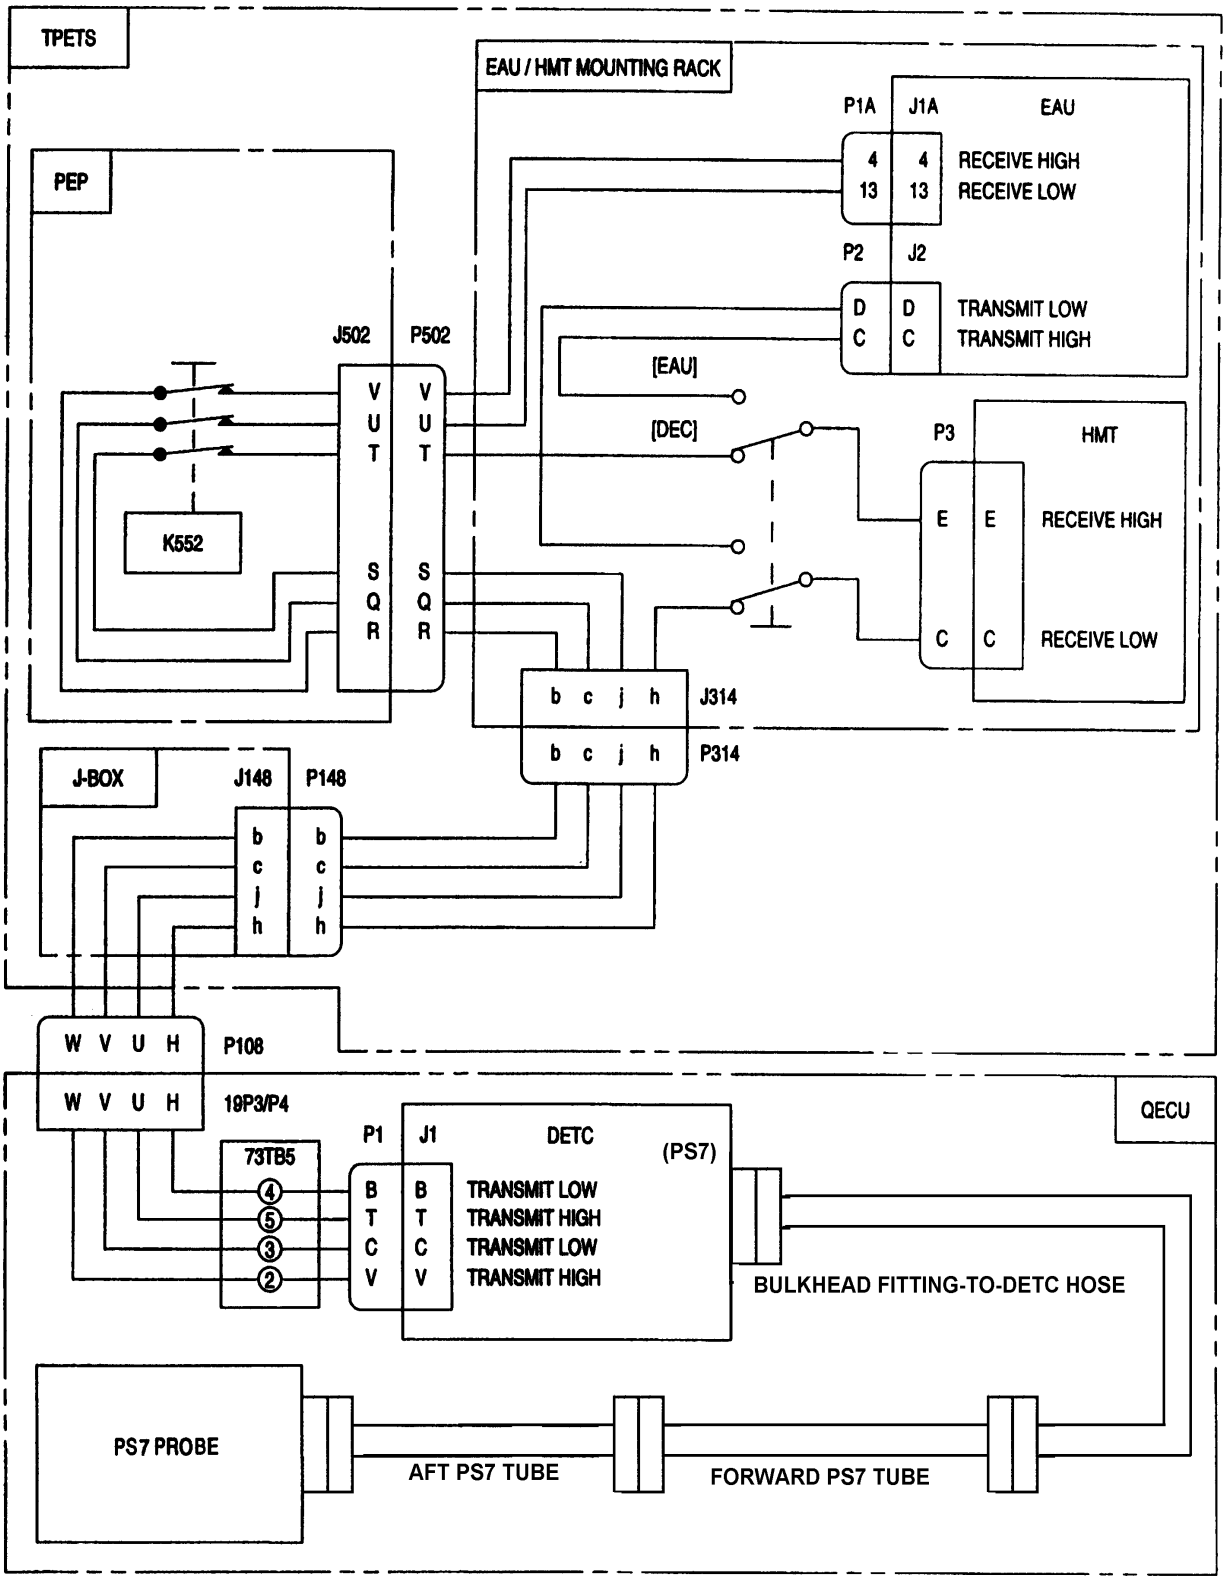

Figure 9. PS7 Components Checkout
29. TURBINE EXHAUST PRESSURE (PS7) COMPONENTS (figure 9). The PS7 probe samples air pressure at the turbine exhaust. Air pressure provided at the probe is sent to the DETC through the aft PS7 tube, forward PS7 tube, and bulkhead fitting–to–DETC hose. A pressure transducer within the DETC converts the air pressure to an electronic PS7 signal. The DETC processes the PS7 signal and provides the signal to the EAU through the RS–422 bus. The EAU uses the PS7 signal in conjunction with the CIP and compressor discharge pressure (CDP) signals to establish the compressor discharge pressure offset (CDPO) calculation.